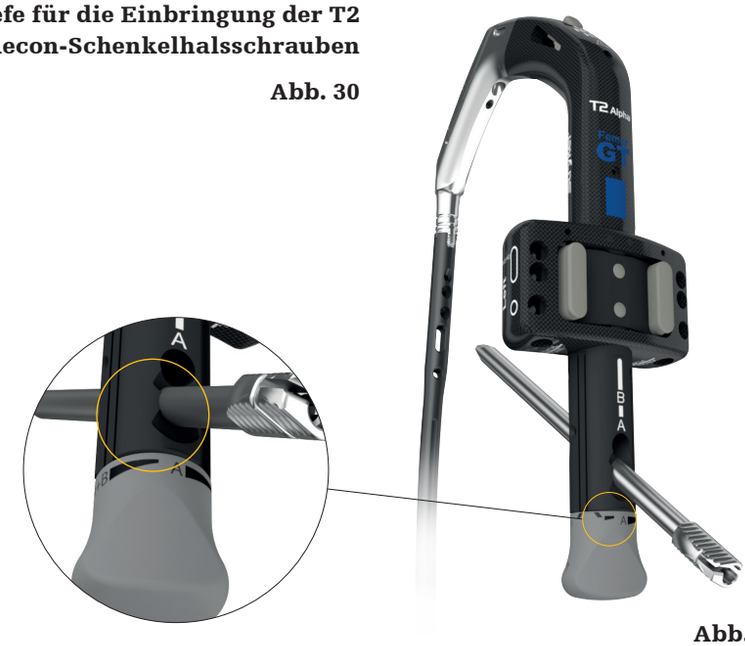

Abb. 31
Die Hülsengruppe durch die inferiore Recon-Öffnung (A) des Zielarms einführen (Abb. 31).